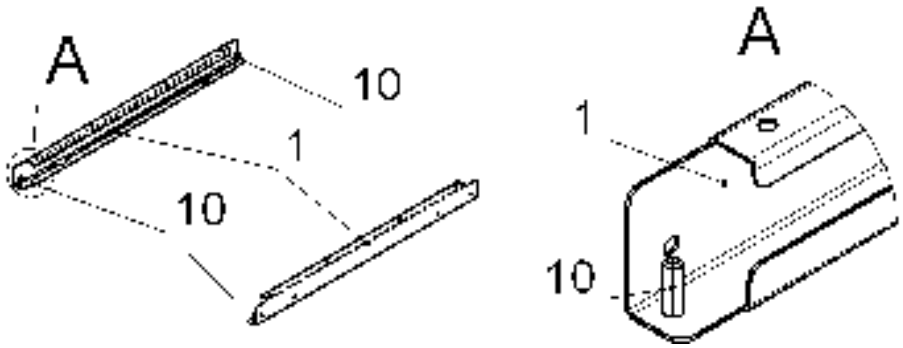

Рис.1
1. Уложить на горизонтальную, ровную поверхность профили боковые, верхние (630мм), поз.1, вставив в отверстия на концах 4 болта М6х20мм, поз.10, как показано на рис.1.